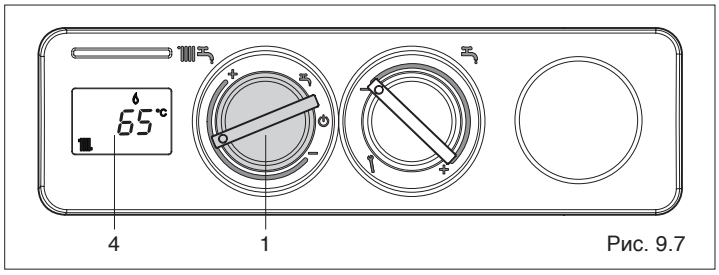

Рис. 9.7
- **Режим «Зима»:** установите переключатель функций (1, Рис. 9.7) внутри зоны, обозначенной знаками + и – если вы хотите, чтобы котёл работал на отопление и на ГВС. Приоритет будет у функции ГВС. При запросе на нагрев воды в бойлере на дисплее (4, Рис. 4.5) отобразится температура горячей воды, значок работы в режиме ГВС и значок пламени. При запросе тепла для отопления котёл включится, на дисплее (4, Рис. 9.7) отобразится температура воды в котле, значок работы в режиме отопления и значок пламени.